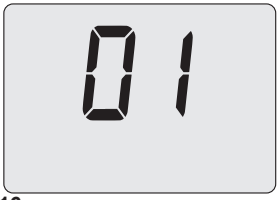

Figura 9.16
- Premendo il tasto 17 sul display LCD appare il numero **01**, indicante l'entrata nell'attivazione della "funzione spazzacamino" alla potenza minima (Figura 9.16).